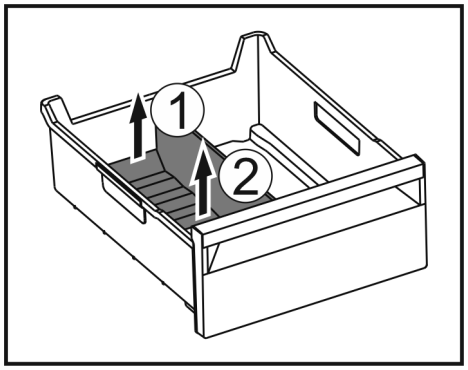

Fig. 167
▶ Zvedněte zadní část přepážky přihrádky na led. *Fig. 167 (1)*
▶ Přepážku přihrádky na led vyjměte nahoru. *Fig. 167 (2)*